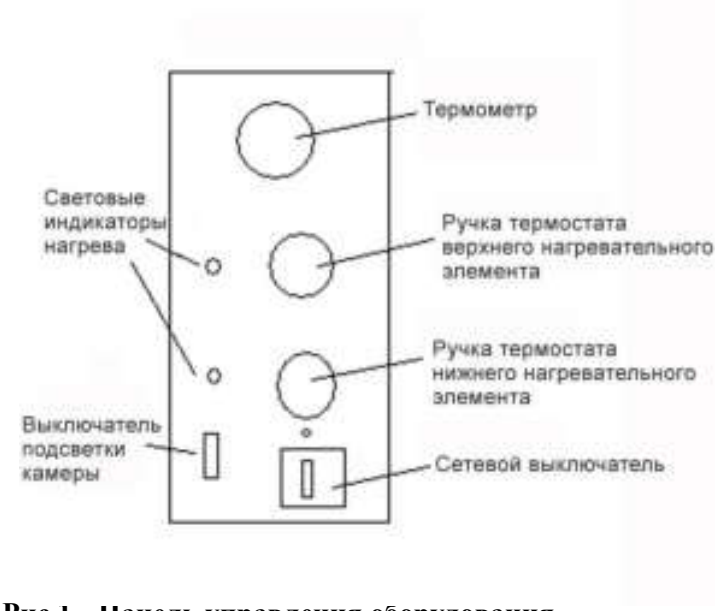

**Рис.1. Панель управления оборудования**
2. Включите оборудование в сеть при помощи сетевого выключателя (см.рис.1).